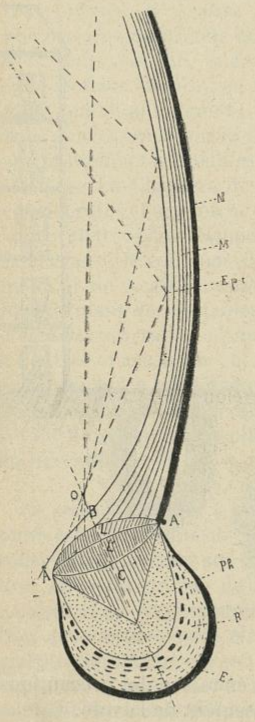

Fig. 262. — Coupe longitudinale de l'ensemble de l'appareil phosphorescent et trajet des rayons émis.
Une coupe longitudinale de l'ensemble (fig. 262) montre que la tache ovale est due à la présence dans la peau, sous un épiderme transparent, d'une petite plaquette à contour elliptique, concave en dehors et constituée par un grand nombre de lamelles empilées, intimement accolées les unes aux autres; la peau forme par derrière une sorte d'écran noir. Pareille structure montre que cet organe, composé ainsi de lamelles superposées, doit jouer le rôle d'un miroir.
rieur vers l'intérieur : 1° une lentille concavo-convexe (L, fig. 262), 2° une lentille biconvexe (L'), 3° un cône cristallin (C) appuyé par sa base sur la lentille précédente et dont le sommet se trouve à peu près vers le centre de la sphère. Autour du cône est la couche photogène (PH) ou génératrice de la lumière; autour de celle-ci une couche de structure très complexe que l'on doit considérer comme un miroir (R), elle-même entourée par un écran noir (Ec) formant la surface externe de la sphère qui lui doit sa coloration foncée.
Comment cet appareil fonctionne-t-il? Tel que nous venons de le décrire, il constitue, à n'en pas douter, un appareil à projections avec source lumineuse intercalée entre un réflecteur d'une part et un système de lentilles de l'autre. Les rayons lumineux engendrés par la couche photogène traversent, soit directement, soit après réflexion sur le miroir périphérique, le système de milieux refringents, cône et lentilles. Il se forme alors au foyer, en avant de celles-ci, un point lumineux brillant (O, fig. 262); puis les rayons, continuant leur route, vont frapper le miroir concave supérieur qui les réfléchit en avant dans l'eau ambiante qu'ils éclairent. On peut voir représentée sur la figure 262 la marche des rayons.
Considérons à présent la manière dont le miroir concave supérieur se raccorde avec la sphère. Le pied du miroir s'appuie sur la moitié supérieure de la première lentille. On voit alors que, seuls, les rayons passant par la portion inférieure (région AB de la fig. 262) du système de corps réfringents peuvent sortir au dehors, former une image au foyer et se réfléchir par la suite sur le miroir externe. Quant aux rayons qui traversent l'autre moitié de l'appareil (celle en contact avec le miroir), ils viennent rencontrer le pied de celui-ci, formé, on se le rappelle, par des lamelles transparentes superposées. La lumière s'engage alors à l'intérieur de ces lamelles et s'y réfléchit un grand nombre de fois sur les surfaces de séparation. Le phénomène est tout à fait comparable à ce qui se passe dans les fontaines lumineuses, où le rayon lumineux chemine par réflexions successives à l'intérieur de la veine liquide qu'il éclaire. Le miroir transparent se trouve aussi illuminé dans son épaisseur. Ce trajet des rayons lumineux à l'intérieur du miroir se trouve d'ailleurs favorisé par la direction dans la région A'B (fig. 262) des cellules réfringentes constituant la lentille externe, qui se mettent dans le prolongement des lamelles formant le miroir et se raccordent avec elles.